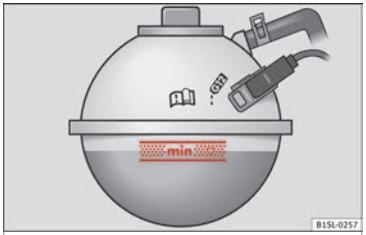

Afb. 244 In de motorruimte: markering aan het koelvloeistofexpansiereservoir.
- Controleer het koelvloeistofpeil wanneer de motor koud is door middel van de zijmarkering van het expansiereservoir ››› afb. 244.
- Het koelvloeistofpeil moet binnen de ingeslagen markeringen in het expansiereservoir liggen ››› afb. 244. **Overschrijd nooit de bovenste rand van het gemarkeerde gebied ››› ❗.**
- **Vul alleen koelvloeistof bij tot aan de bovenste rand van het gemarkeerde gebied ››› afb. 244. Een teveel aan koelvloeistof wordt anders bij warm worden van de motor uit het koelsysteem geperst, met schade tot gevolg.**